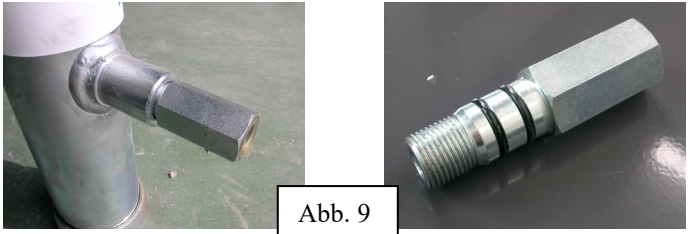

Abb. 9
- **Senksperrventil auf Kippzylinder (Abb. 9):** bei einem Bruch des Schlauchs des Kolbens verhindert es das plötzliche Absenken der Ladefläche und blockiert diese in der Position, in der er sich befindet.